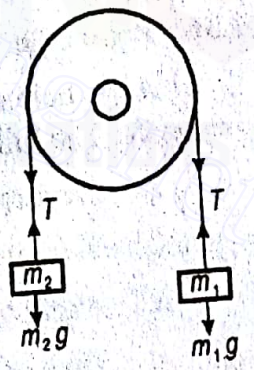

Fig. 1.25
Consider a light inextensible string passing over a smooth pulley, as shown in Fig. 1.25, so that the tension (T) in both the strings is same. Let mass m_1 is greater than mass m_2. Since the string is inextensible, the upward acceleration of mass m_2 will be equal to the downward acceleration of mass m_1. This acceleration is given by